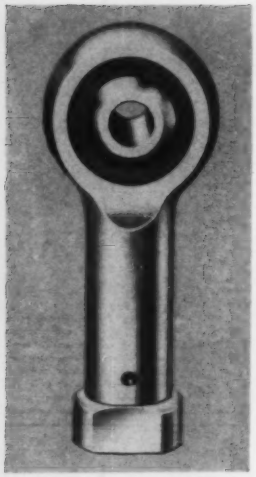

Fig. 3—Above—Spherical-bearing rod end
Fig. 3—Magnitude of a sound wave may be expressed in terms of power or pressure. The decibel, which is a relative measure commonly given by a sound-level meter, is proportional to the log of the ratio of sound pressure to a 0.0002 dyne per sq cm reference level
This is a mistake. The 60-db level, translated into energy terms, corresponds to 10^{-10} energy units. The punch-press noise level represent 10^{-4} energy unit, or 1-million times more energy than produced by the office machines. As a rule of thumb, increasing the intensity of a sound by 3 db approximately doubles the sound energy. Power, pressure, and db levels are related in Fig. 3.
2. Spherical-bearing rod ends, Fig. 3.